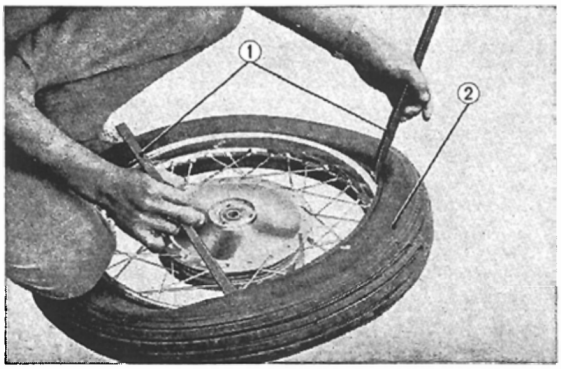

Fig. 4.80 Installing the tire
1. The tube can be easily mounted by inflating with small amount of air to make the tube firm. **(Fig. 4.80)**